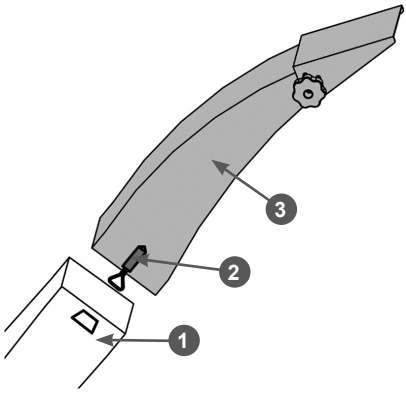

Рис. 13 Установка верхней части жёлоба выброса
12. Установите верхнюю часть 3 жёлоба выброса на нижнюю часть 1 и закрепите её с помощью двух защёлок 2 (Рис. 13).